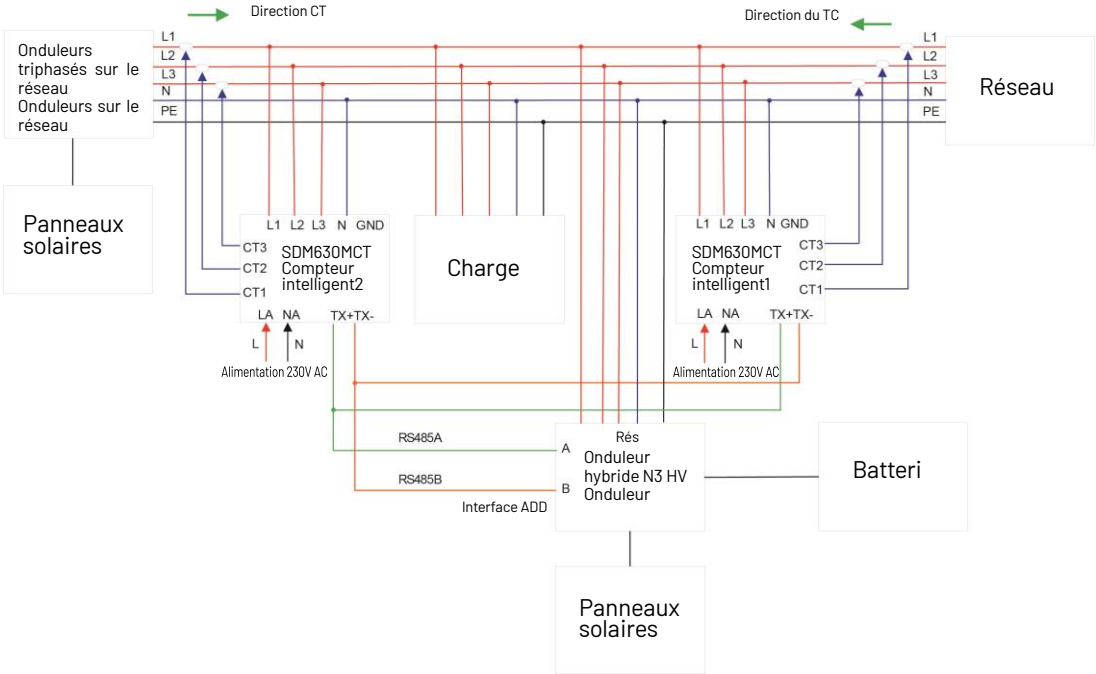

Figure 5-27 Connexion d'un onduleur triphasé connecté au réseau
3) Connectez un onduleur triphasé connecté au réseau (figure 5-27): vous devez définir l'adresse locale sur "001" sur l'écran de l'onduleur, l'adresse Meter1 sur "001" et l'adresse Meter2 sur "002". L'adresse de meter1 doit être définie sur "001" et celle de meter2 doit être définie sur "002".